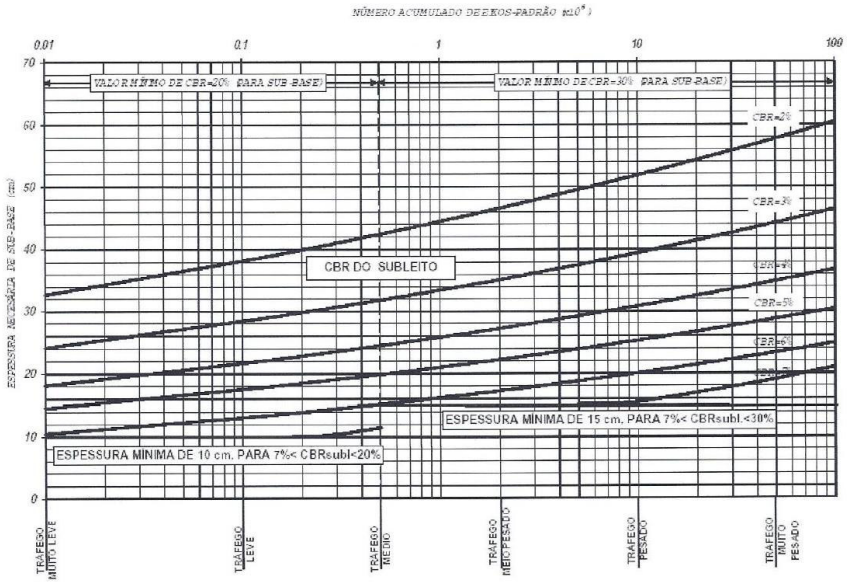

Figura 3 - Ábaco para determinação da espessura de sub-base
Neste caso, a espessura do pavimento em termos de material granular pode ser definida pelo ábaco da Figura 3 apresentado a seguir.
Para os valores dos CBRs adotados para subleito no item 5.2 deste, obtivemos as espessuras mínimas equivalentes. Considerando a base constituída de material puramente granular (BGS – brita graduada simples) com CBR > 80%, a espessura **Erro! Fonte de referência não encontrada.** de acordo com o ábaco da figura 3 acima é de 10cm. Por razoes construtivas adotou-se nesse projeto uma espessura de base de 12cm.